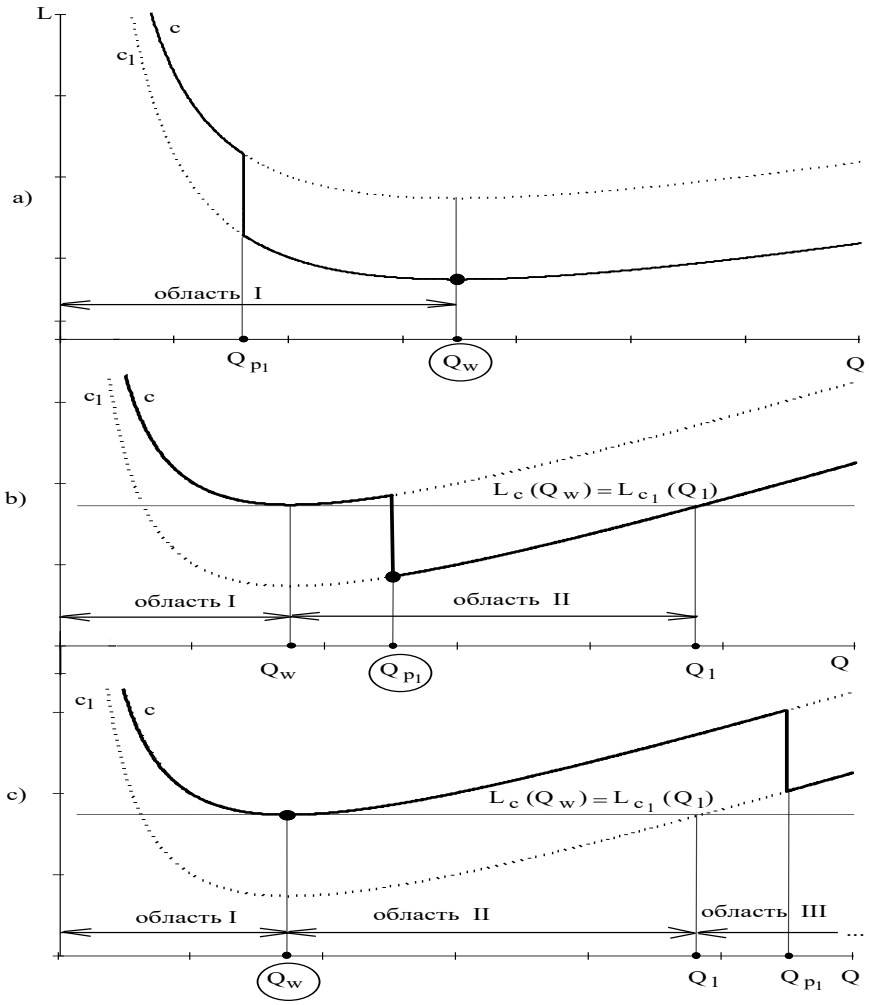

Рис.6 График затрат с учетом скидок: a)$Q = Q_w$; b)$Q = Q_{p_1}$; c) $Q = Q_w$
Влияние единственной скидки на общие затраты на УЗ показано на рис.6
Чтобы определить оптимальный размер заказа Q , необходимо проанализировать, в какую из трех областей попадает точка разрыва цены $Q_{д1}$ (см. рис.6). Правило выбора Q для случая с одной скидкой имеет вид:
Правильность решения задач с УЗ со скидками в большой степени определяется *качественно построенным графиком* общих затрат с указанием на графике всех параметров, используемых при решении. Поэтому в первую очередь необходимо анализировать ситуацию графически и только после этого проводить численные вычисления. Например, если внимательно проанализировать ситуации на рис.6, то можно принимать решение без непосредственного использования правила (2). Зрительно легко определить более "выгодный" объем заказа, найдя точку, координата которой по оси L лежит ниже других вариантов заказов.
5. Используя правило (3) и график на рис.6, находим более дешевый объем заказа (с учетом только первой скидки)